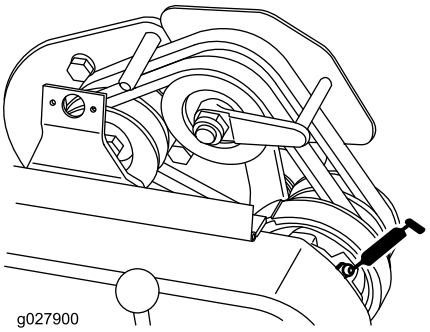

Figur 21
- 1 på drivakslens leje (Figur 21).